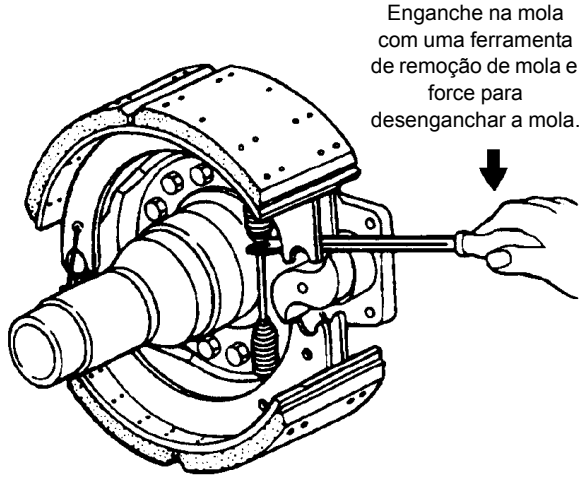

FIGURA 8-18
10. Se as molas estiverem conectadas por coluna de mola (colar do cavalete) empurre a extremidade do came da sapata superior em direção ao came. Caso contrário, empurre a extremidade do came das duas sapatas em direção ao came. Com uma ferramenta de remoção de mola, enganche na mola e force para desenganchar a mola de retorno da sapata superior (consulte a Figura 8-18). Remova a mola e descarte.